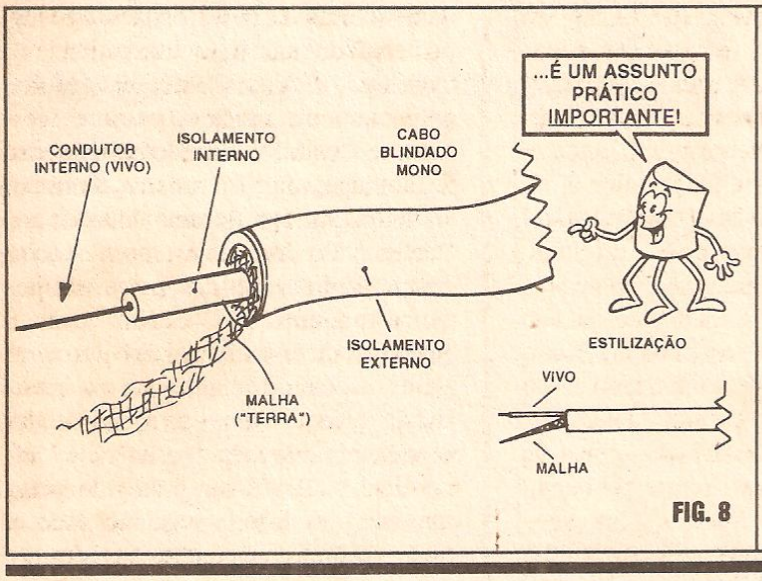
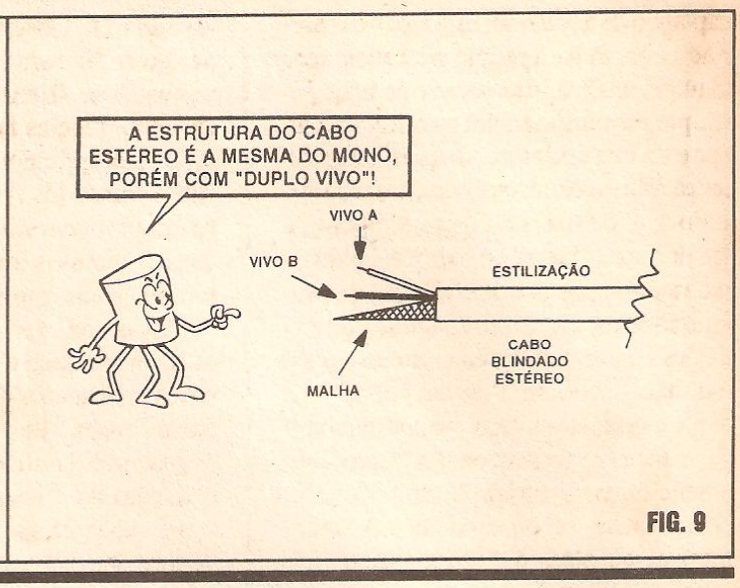

FIG. 8
FIG. 9
- FIG. 8 - O CABO BLINDADO MONO, SUA CONSTRUÇÃO E SUA ESTILIZAÇÃO NOS DIAGRAMAS DE A.B.C. - A figura mostra como é constituído um cabo blindado mono (contendo **um** condutor central, isolado, chamado de "vivo", e a "malha" de "terra", tudo recoberto por um isolamento externo. Ao lado da aparência do dito cabo, temos a fórmula visual adotada pelos desenhistas técnicos do A.B.C. para representá-lo nos nossos diagramas... Trata-se de uma "estilização" (simplificação do desenho, sem perda da "informação visual"...) bastante clara, e que não deixa dúvidas sobre "o quê é o quê e onde está ligado"...
- FIG. 9 - O CABO BLINDADO ESTÉREO... - Construído de modo semelhante ao cabo mono, porém com **dois** condutores isolados internos (dois "vivos", portanto...), o cabo blindado (também chamado de cabo "shieldado" numa corruptela de **shield**, ou "escudo", em Inglês...) estéreo tem sua estilização (norma gráfica adotada em A.B.C.) clara mostrada no diagrama... É comum que os dois condutores internos tenham cores diferentes na "vida real" (geralmente **vermelho** e **branco**) para que os dois canais de "vivo" possam ser facilmente identificados, nas duas extremidades do cabo, quando das ligações... Assim, na estilização, sempre um dos cabos vivos é mostrado em **preto**, e o outro em **branco** (não dá para imprimir as páginas internas da Revista a cores; ficaria muito caro e Vocês, seus "duros", se recusariam a comprar o A.B.C. pelo preço resultante...), para que a diferenciação e identificação não deixe dúvidas. Lembrem-se, então: nos CHAPEADOS do ABC (vistas "reais" das montagens dos circuitos práticos...), os cabos blindados são sempre representados de uma das formas aqui mostradas (figs. 8 e 9).